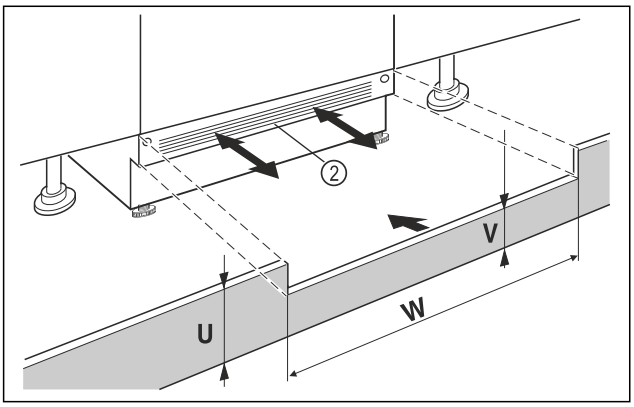

Fig. 39 Example illustration
▶ Put on the appliance base cover *Fig. 39 (2)* but do not fix it in place yet.
▶ If the base panel is visible *Fig. 39 (2)*, pull it forwards so that the front edge of the ventilation grille and the unit base panel are level.
▶ If the base panel is concealed *Fig. 39 (2)*, push it all the way back.
▶ Ensure that the ventilation slots are completely free: If necessary, cut the height of the unit base panel *Fig. 39 (U)* to size!
▷ Adjust the web height *Fig. 39 (V)*under the appliance base panel *Fig. 39 (2)*along the niche width *Fig. 39 (W)*.